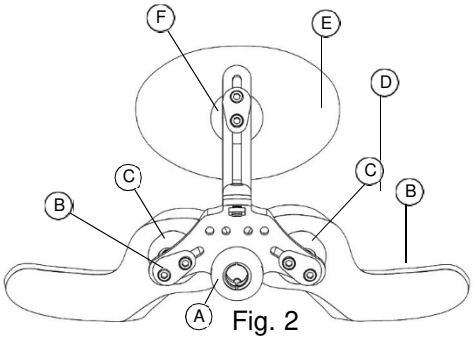

Fig. 2
Der Abstand zwischen den Subokzipital-Polstern kann auf die Breite des Nackens eingestellt werden, indem Sie die gerändelten Kugeln seitlich in ihren Aussparungen verschieben. (Seite 22, Fig. 2, B). Die Polster sollten so eingestellt werden, dass sie den Kopf gleichmäßig berühren und die Abstützung in erster Linie durch die Rückseite der Polster erfolgt (Fig. 4).
6. Stellen Sie das Okzipital-Polster so weit nach vorne, dass es den Hinterkopf gerade berührt. Wenn die Schrauben (Seite 22, Fig. 2, E) gelockert werden, kann das Polster nach oben oder unten verstellt werden, um den optimalen Kontakt mit dem Kopf zu erzielen. Achten Sie darauf, dass der Benutzer nicht von den Subokzipital-Polstern weg bewegt wird, indem das Okzipital-Polster zu weit nach vorne positioniert wird. Der Winkel der Grundplatte wirkt sich auf den Verstellbereich des Okzipital-Polsters aus. Wenn der richtige Winkel erreicht ist, ziehen Sie alle Schrauben an, um die Position zu fixieren.